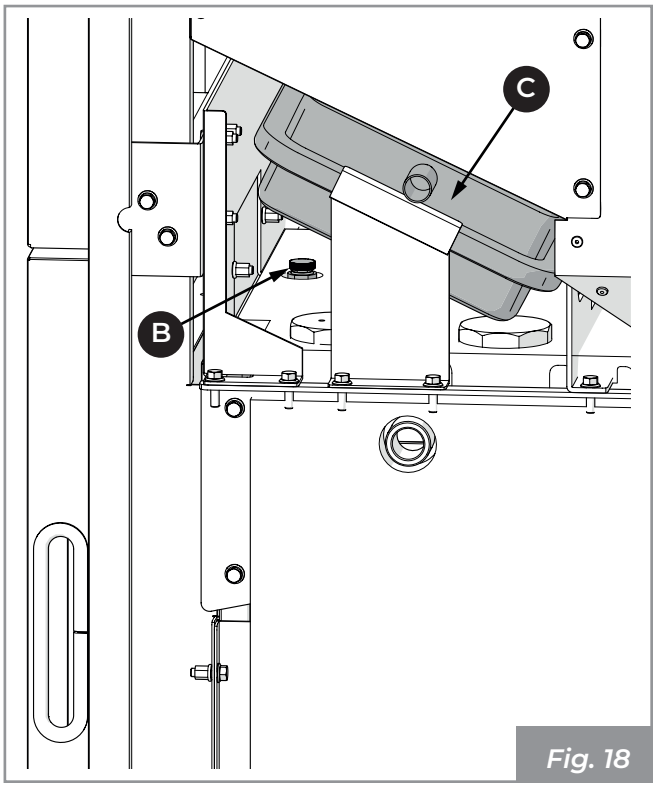

Fig. 18
1) Conectar un tubo de agua del acueducto al racor de carga (**K**), abrir la válvula de ventilación (**B**) (**Fig. 18**), abrir el grifo de carga (**O**), permitiendo que el agua fluya hasta que el aparato esté completamente lleno. Cerrar la válvula de ventilación y esperar que se alcance la presión mínima de ejercicio (1 bar), que se puede comprobar con el manómetro presente en la caldera.
Luego abrir la válvula de ventilación (**B**) (**Fig. 18**), abrir el grifo de derivación en la válvula anticondensación (**N**), permitiendo así que el agua fluya desde el sistema hasta que la caldera esté completamente llena. Cerrar la válvula de ventilación y esperar que se alcance la presión mínima de ejercicio (1 bar), que se puede comprobar con el manómetro presente en la caldera.